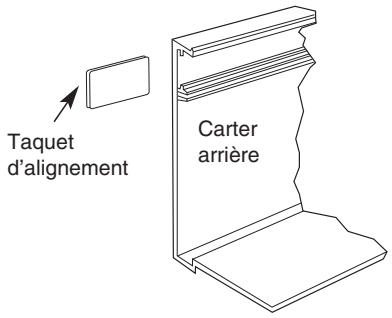

Fig. 6
8. Montez le radiateur sur la cloison en utilisant des vis, des boulons ou des ancrages (fournis par l'installateur) en fonction du type de structure murale. Des taquets d'alignement peuvent être insérés dans les carters arrière jointifs pour assurer leur alignement régulier. Voyez la Figure 6 pour les détails.